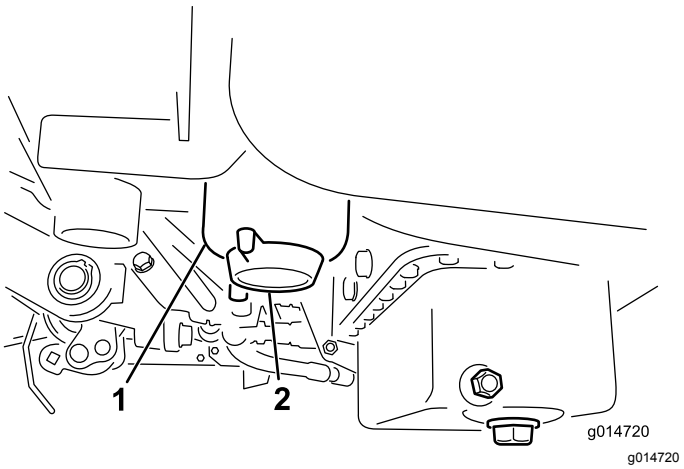

Rysunek 34
3. Odkręć korek spustowy na filtrze paliwa, wykonując około jeden obrót, i zlej całą zgromadzoną wodę (Rysunek 34). Zakręć korek po spuszczeniu wody.